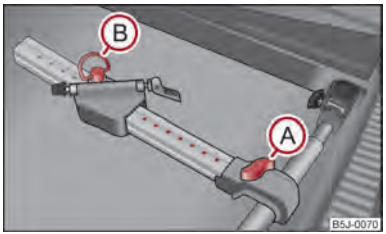

Fig. 57 Montaggio del portabiciclette
– Montare il portabiciclette approvato sulla traversa, dopo aver sollevato la vite Ⓐ spingere il longherone (parte di alluminio) sulla traversa fino allo scatto in sede e girare la vite Ⓐ nel dado ⇒fig. 57.
– Allentare la vite Ⓐ ⇒fig. 57 e montare il portabiciclette con la bicicletta fissata verso sinistra (previsto nella direzione di marcia), in modo che tra il manubrio ed il finestrino laterale del bagagliaio non ci sia alcuna collisione.